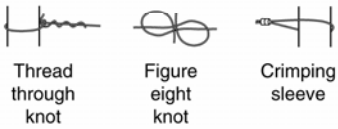

FIGURE 14
2. Gate handles, switches, and other hardware used to conduct electrical current must be galvanized or contain aluminum components. See ***Figure 14*** for illustration for electric fencing and a single strand gate and placement of galvanized ground rods.
D. Underground wire - All underground wire(s) must be insulated, molded, high tensile strength steel 12½ gauge or larger wire. The insulation must be high density polyethylene or polypropylene with ultraviolet (UV) stabilizer and capable of withstanding a minimum of 10,000 volts. See ***Figure 14*** to see the underground wire being used where a gate is located.